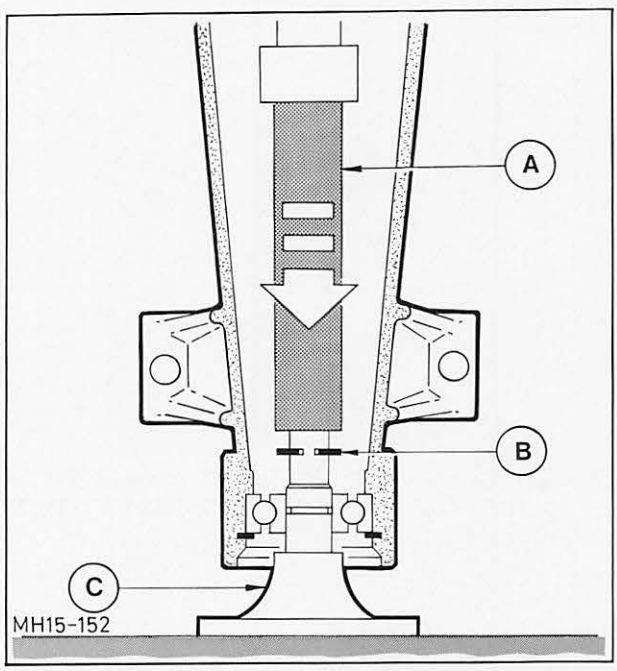

Abb. 97 Welle mit innerem Sicherungsring in das Gehäuse pressen
58. Welle in Hinterachsverlängerung einsetzen und inneren Sicherungsring – Kugellager aufschieben. Welle und Sicherungsring unter Verwendung eines geeigneten Rohres einpressen, Abb. 97.